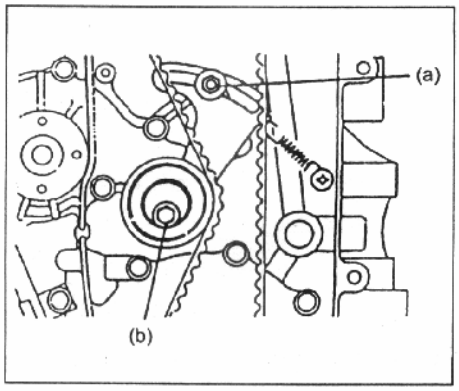

Рис. 41
6) После установки поверните коленвал на два оборота для натяжения ремня ГРМ. После натяжения ремня, затяните болт натяжителя необходимым моментом (Рис. 41).